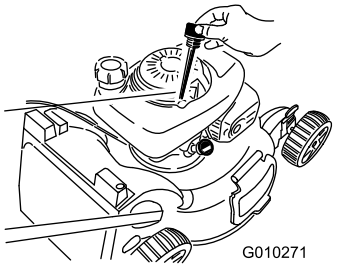

Figur 22
2. Ta bort oljestickan (Figur 22).